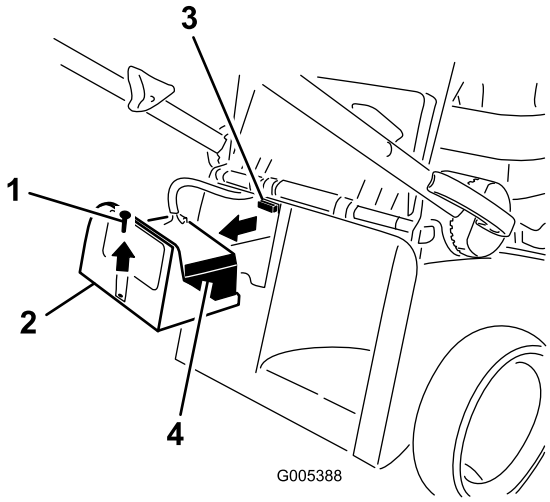

Figur 7
1. Fjern batteridækslet, og find sikringsholderen (Figur 7).